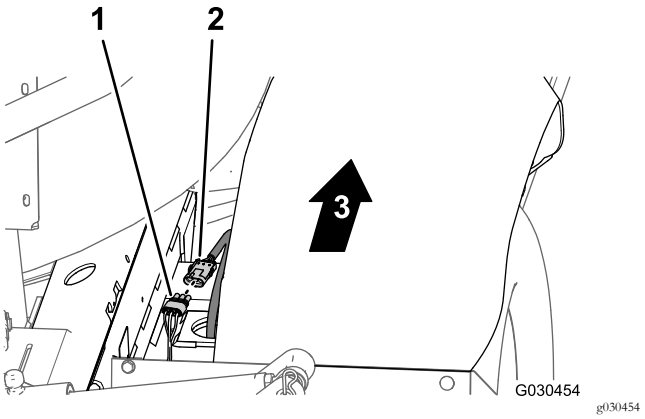

Figuur 117
2. Koppel achteraan de machine (tussen de rechterframebuis en het rechter spatbord) de stekker met 3 pinnen van de kabelboom van de snelheidssensor aan de rechter hydraulische tractiemotor aan op de connector met 3 contacten (zonder aanduiding) van de achterste hoofdkabelboom (Figuur 117).